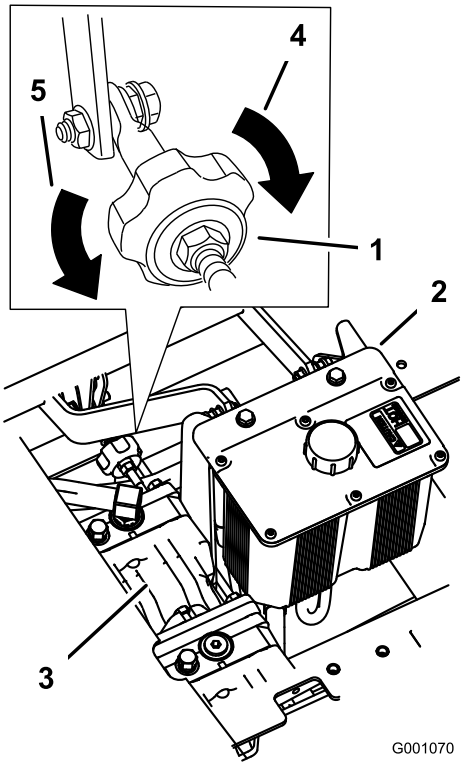

Figuur 60
4. Als de machine naar links trekt, draait u de knop naar de rechterkant van de machine. Zie Figuur 60.
5. Als de machine naar rechts trekt, draait u de knop naar de linkerkant van de machine. Zie Figuur 60.